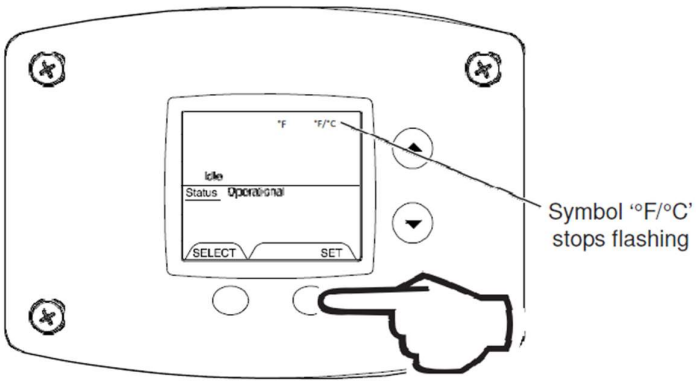

Fig. 31
4. Press 'SET' button to confirm °F or °C format. F°/ °C will stop flashing. Setpoint display will appear in the format selected (°F or °C) in 10 seconds (Fig. 31).